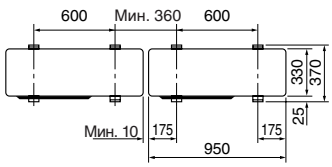

Fig. 3-1
• Обязательно устанавливайте прибор на твердой ровной поверхности для предотвращения его дребезжания во время эксплуатации. (Fig. 3-1)